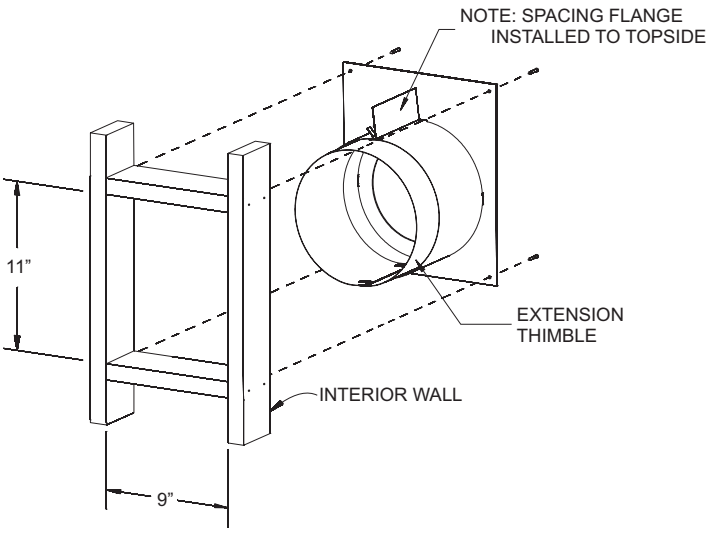

Figure 47
2. Cut hole in wall for wall thimble/firestop assembly (Figure 47) into your combustible wall. Note: On brick or block exterior wall a 7” (178 mm) diameter hole needs to be cut.
Measure the total wall thickness to determine whether or not the extension thimble is to be used. If the combustible wall depth is over 5 3/8” (137 mm), then the extension thimble should be used (Figure 47).
3. Install the wall thimble assembly through the framed opening so the firestop plate is on the interior wall (Figure 47). Telescope section should extend all the way through the exterior wall. Attach with (4) 10 x 1” screws.